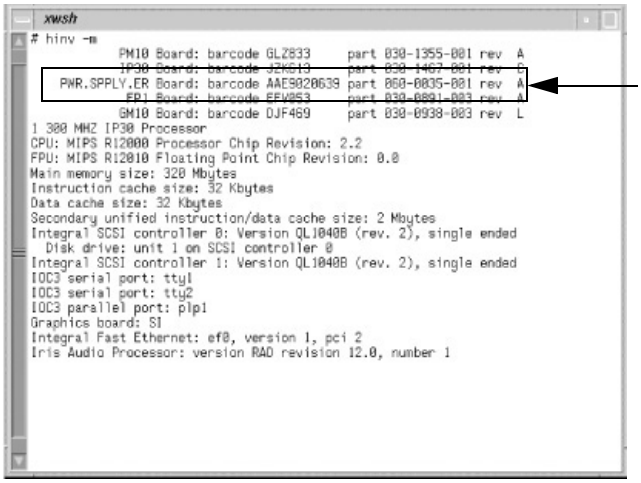

Figure 5-142 Power Supply Version
1.) Check your power supply by entering **`hinv -m`** in a command line window. The hardware inventory list appears, as shown in the example in Figure 5-142.
2.) The part number for `PWR.SPPLY.ER` must be: `060-0035-00x`, where `x` = `1` or higher, as shown in the example in Figure 5-142.
3.) If the above part number, in Figure 5-142, is not displayed for `PWR.SPPLY.ER`, your power supply is incompatible with the V12 graphics card.